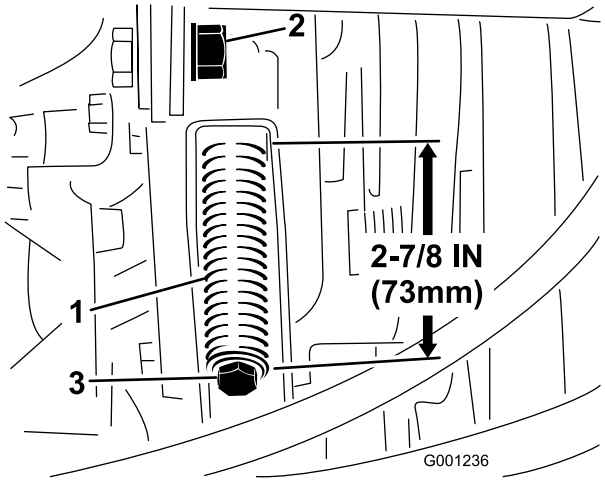

Figur 65
3. Løsn spændstangens kontramøtrik (Figur 65).
4. Brug en 1/2"-nøgle til at stramme eller løsne tilspændingsfjederen (Figur 65). Juster fjederlængden til 273 mm.
4. Brug en 1/2"-nøgle til at løsne tilspændingsfjederen (Figur 65) helt.
6. Monter kraftudtagets nye rem, og spænd remskivens fjeder til 73 mm (Figur 65).
7. Spænd kontramøtrikken (Figur 65), og luk motorhjelmen.